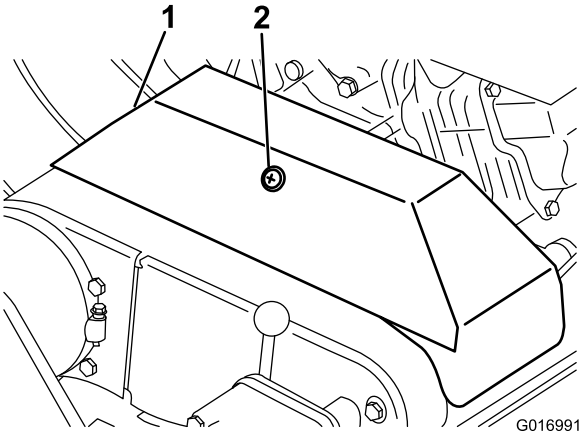

Figuur 40
2. Draai de borgschroef los waarmee de kap van de V-riem is bevestigd, en draai de kap open (Figuur 40).